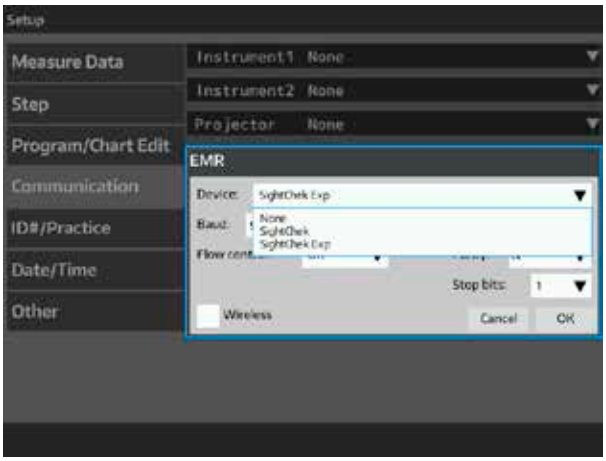

Figure IS-42 Menu Paramètres
2. Sélectionner le protocole du dispositif qui a été connecté au système SightChek dans le menu déroulant. Se reporter à la Figure IS-42.